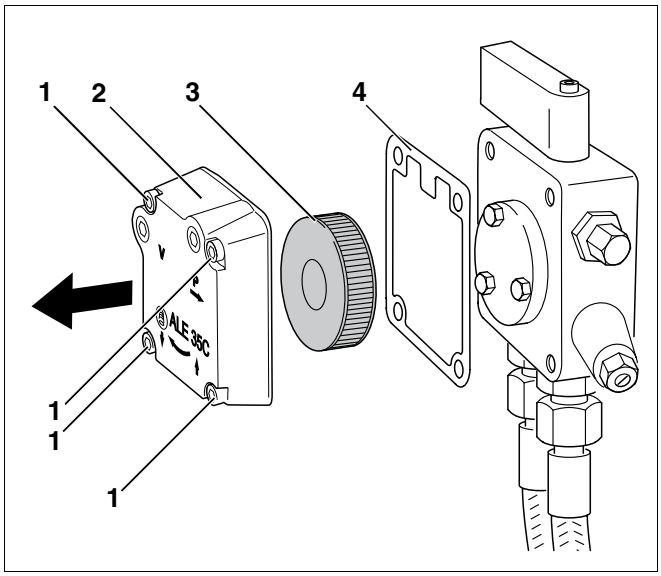

Fig. 41 Verificare il filtro della pompa del gasolio – pompa gasolio Suntec
- Allentare le quattro viti ad esagono cavo (fig. 41, **pos. 1**).
- Togliere il coperchio (fig. 41, **pos. 2**).
- Sfilare il filtro della pompa gasolio (fig. 41, **pos. 3**).
- Controllare eventuali danni alla guarnizione (fig. 41, **pos. 4**) ed eventualmente sostituirla.
- Pulire il filtro della pompa gasolio (fig. 41, **pos. 3**) con nafta, eventualmente sostituirlo, e reinserirlo nella pompa gasolio.